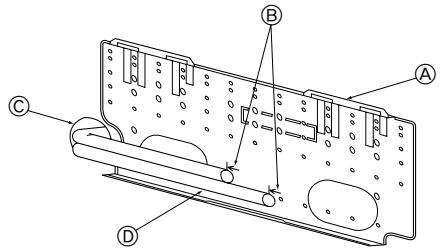

Fig. 3-4
3.2. Lors de l'encastrement des tuyaux dans le mur (Fig. 3-4)